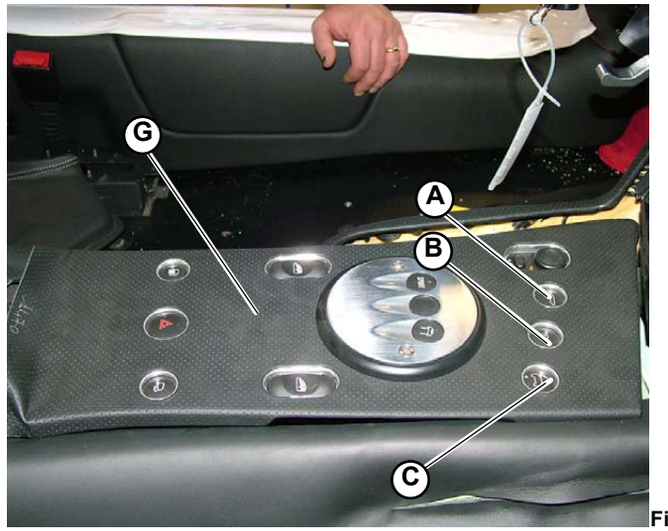

Fig.12
- **Lifting system (A-Fig. 12)**
- **TCS (B-Fig. 12)**
- **Open/close VACS (C-Fig. 12)**